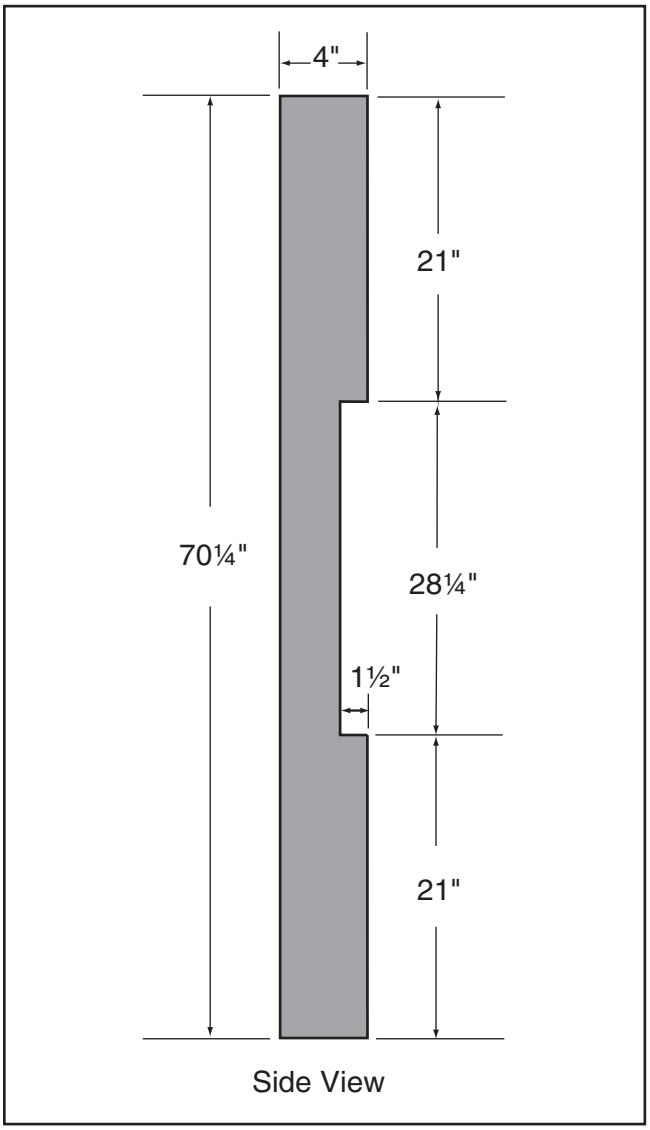

Figure 85. Dimensions of coplanarity gauge.
1. The body of the bandsaw does not allow you to place a regular straightedge across both wheels at the same time. We've found a simple way to overcome this situation. All you need is a 70¼" x 2" x 4" board, a jointer and a circular saw. Run the 2" x 4" across a jointer on the side to be placed against the wheels, then cut a 1½" x 28¼" notch out of the center. Refer to **Figure 85** for more details on how to make this gauge.